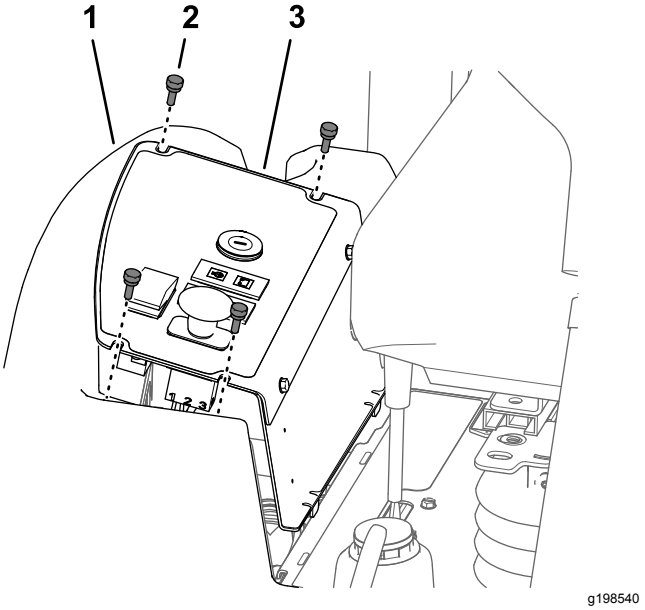

Figur 52
1. Fjern de fire vingeskruene som fester kontrollpanelplaten til drivstofftanken (Figur 52).
2. Løft opp kontrollpanelplaten (Figur 52).
3. Innrett slissene øverst på kontrollpanelplaten med hullene i flensen på drivstofftanken (Figur 52).
4. Monter kontrollpanelplaten til flensen på drivstofftanken med de fire vingeskruene (Figur 52) du fjernet i trinn 1 av Fjerne kontrollpanelplaten (side 48).